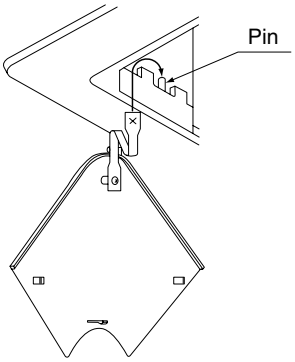

Fig. 8
1) Attach the string of the service cover to the pin of the decoration panel as in Fig. 8.